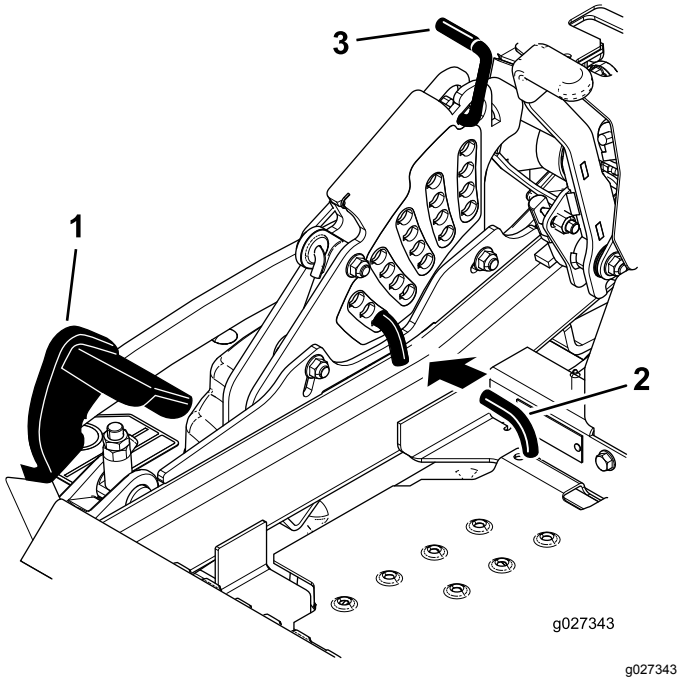

**Figur 95**
5. Skjut däcklyftpedalen hela vägen framåt så att däcket låses i transportläget på 14 cm (Figur 95).